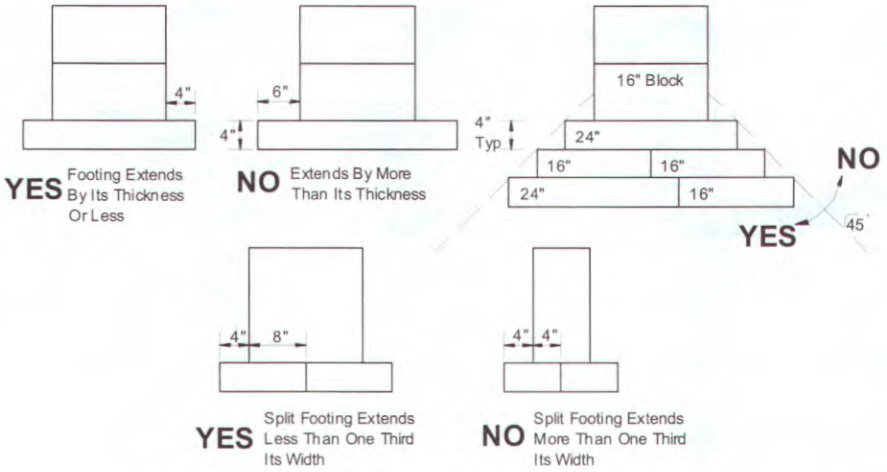

Figure 13. *Maximum footing extensions*
- Design footings with a footing extension (projection beyond the base of the pier) no greater than the footing thickness (**Figure 13**). Increase footing thickness if necessary.